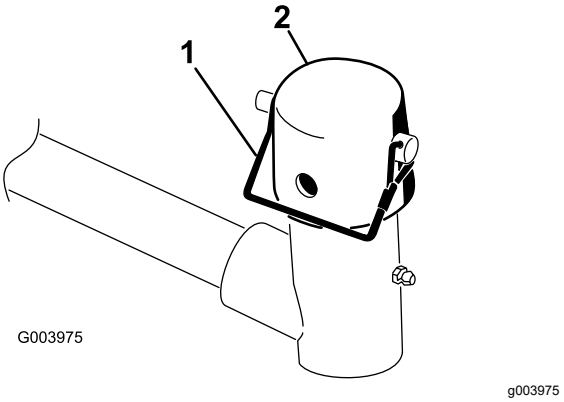

Figur 9
9. Demontera låsstiftet och locket på lyftarmens svängok (Figur 9).
Obs: Använd skåran om du vill kunna styra klippenheten eller hålet om klippenheten ska låsas fast i ett läge (Figur 9).